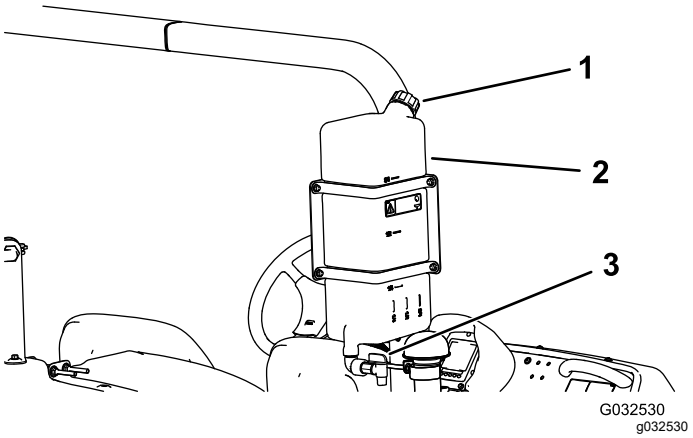

Figur 29
- Fyll tanken genom att skruva av locket ovanpå tanken, fyll på med färskvatten och sätt tillbaka locket (Figur 29).
- Vrid reglaget på pluggen för att öppna pluggen till färskvattentanken (Figur 29).